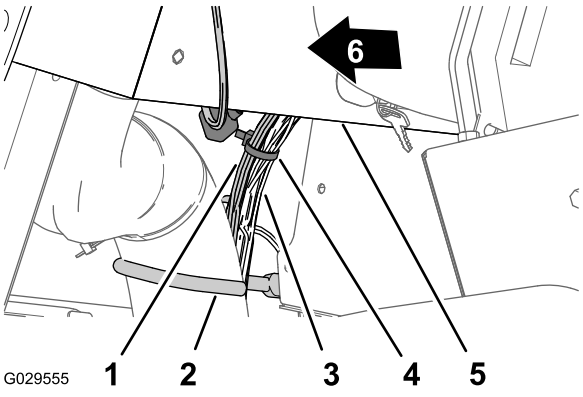

Figur 199
5. Fest dashbordpanelforgreningen på 240 cm i nærheten av kabelen og slangekroken til ledningssatsen for maskinen med et kabelfeste (Figur 199).